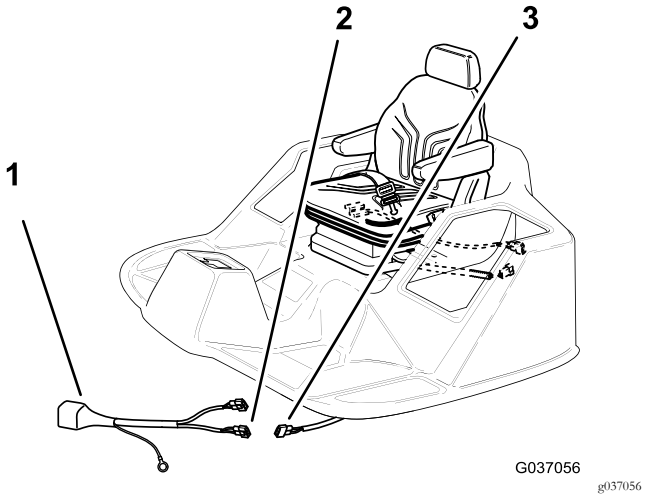

Figur 20
2. Koble reléledningssatsens kontakt med to blader til kontakten med to sokler (Figur 20) til maskinledningssatsen som du koblet av i trinn 1 av 2 Ta av setet (side 4).